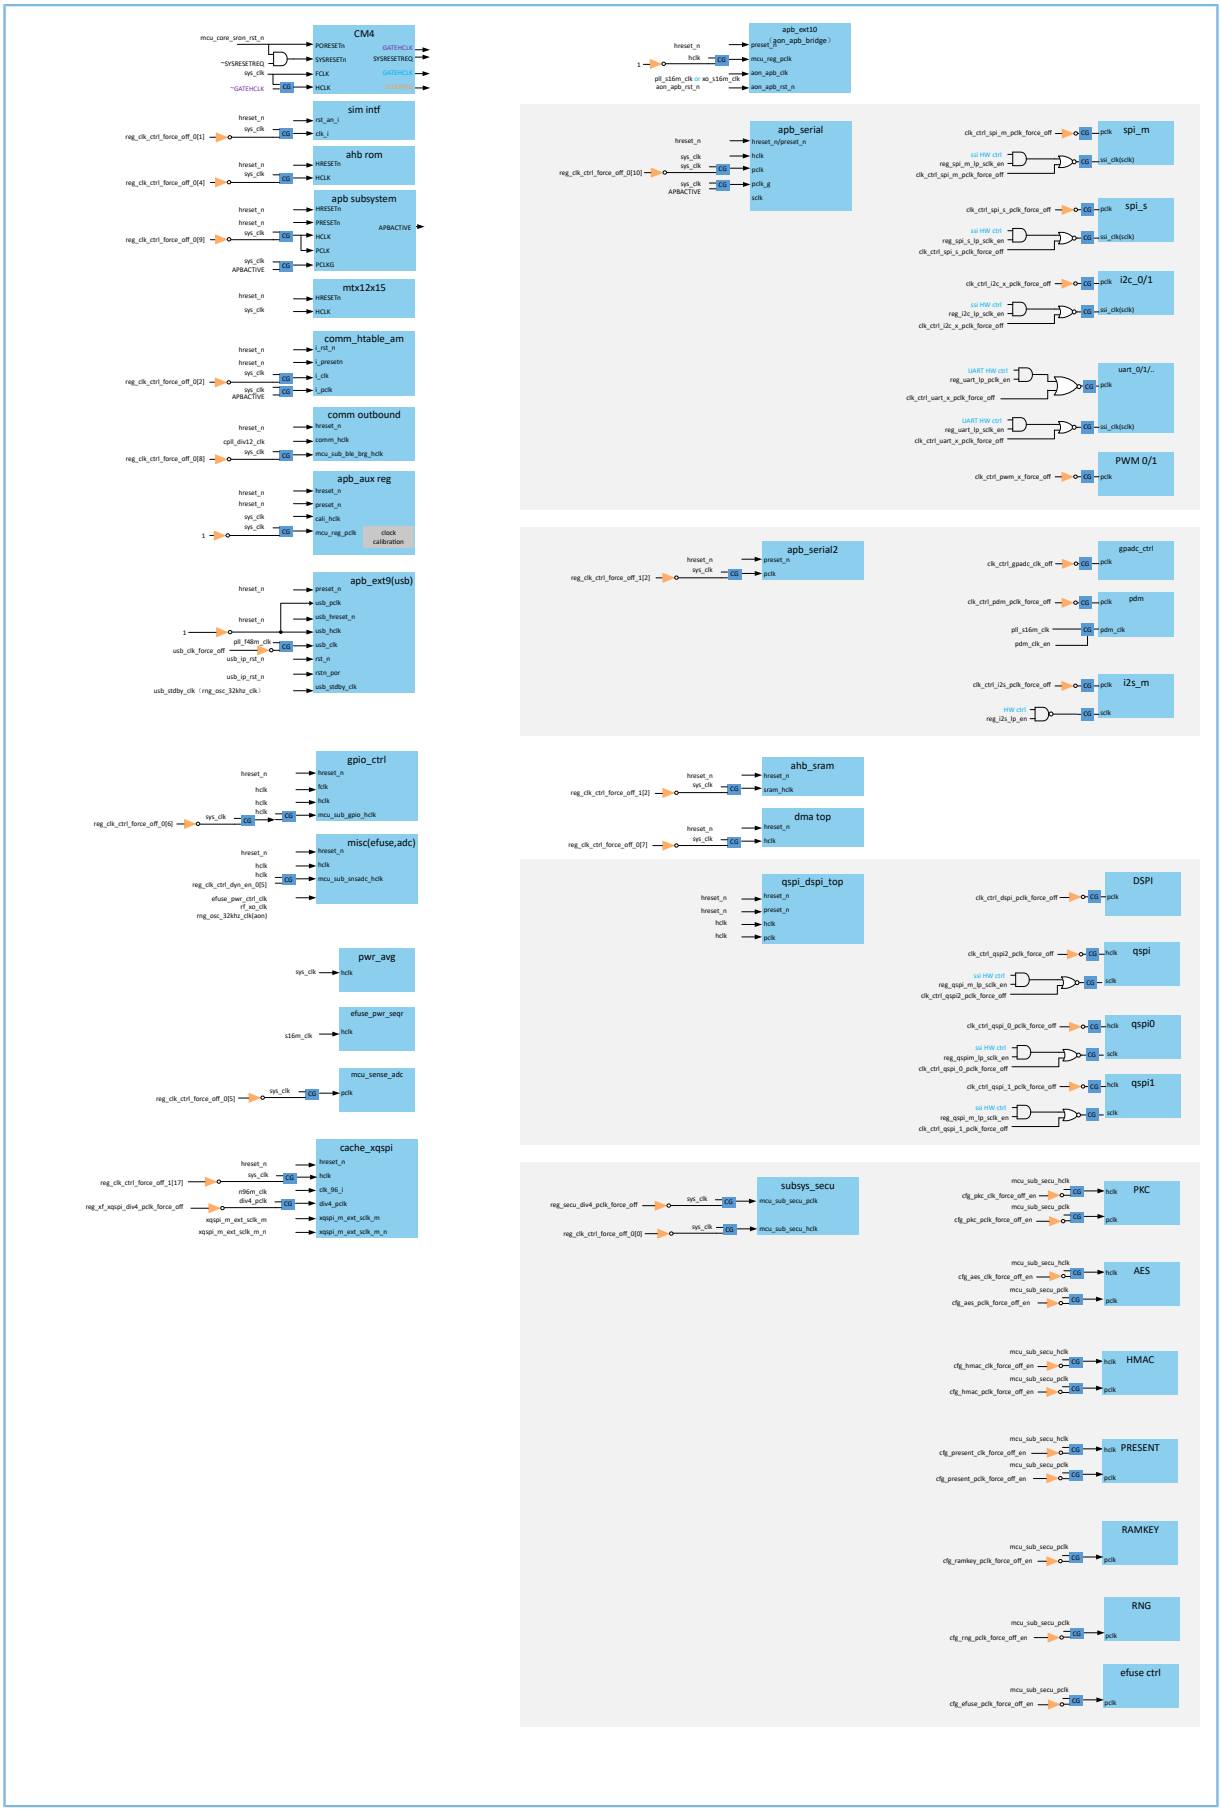

Figure 6-2 Clock gates (CG)
For power optimization, a lot of clock gates (CG) are implemented, as showed in Figure 6-2.